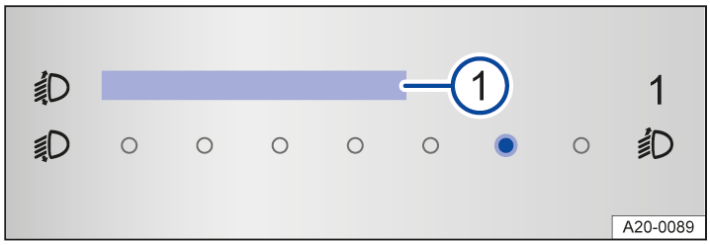

Fig. 1 In the Infotainment system: Touch control for headlight range control.
Depending on the vehicle equipment, the headlight range can be manually adjusted with the touch control in the Infotainment system → *fig. 1* (1) , → ⚠.
4. Tap the Headlight range control function key → *fig. 1* (1).